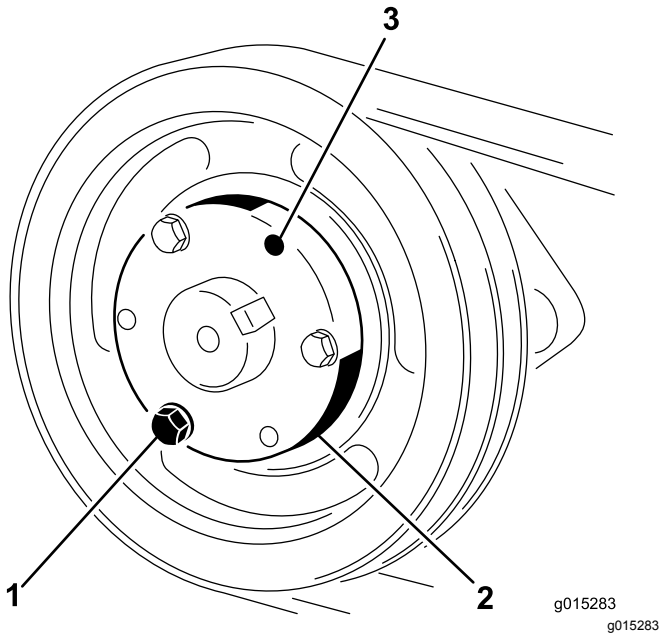

**Figur 26**
1. Ta bort en skruv och låsbricka i taget och skruva fast dem i de intilliggande hålen (Figur 26).